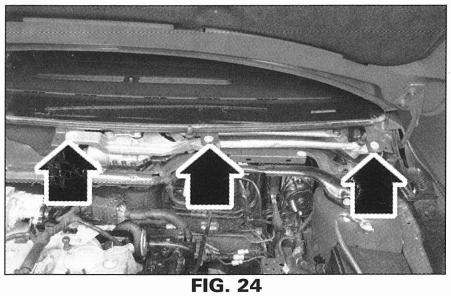

FIG. 24
- los (3) tornillos de fijación del mecanismo de limpiaparabrisas del. **(fig. 24)**.